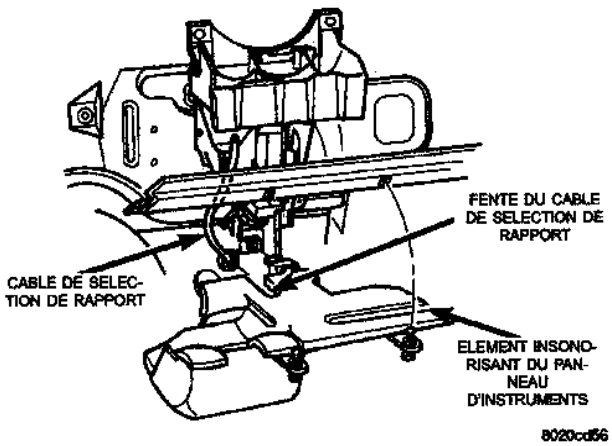

*Fig. 10 Elément insonorisant du panneau d'instruments*
(3) Déposer l'élément insonorisant placé sous le panneau d'instruments (Fig. 10). Se référer au Groupe 8E, Panneau d'instruments et indicateurs, pour de plus amples informations.
(4) A la fixation de la colonne de direction, déposer la fixation du passe-câble, de la goupille du levier de sélection.
(5) Utiliser une pince pour pincer les oreilles de la fixation de câble au support de montage, puis pousser à travers le trou pour la dépose.
(6) Déboîter le passe-câble du tablier et déposer le câble du véhicule.